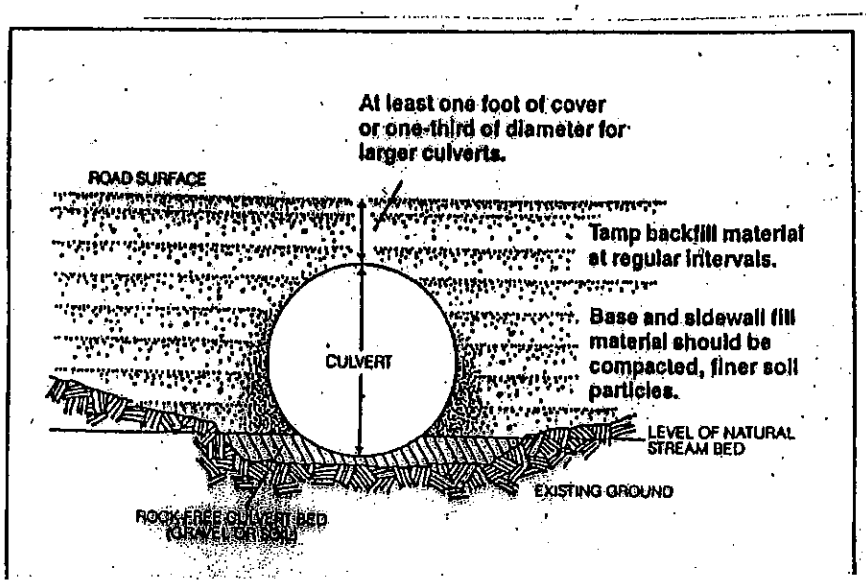

Figure 69e. Rock-free fill is backfilled over the culvert in layers and compacted under the pipe and around the sidewall (E).
- Backfill compacting will be done in 0.5 -1 foot lifts until 1/3 of the diameter of the culvert has been covered (See Figure 69e). A gas powered tamper will be used for this work.